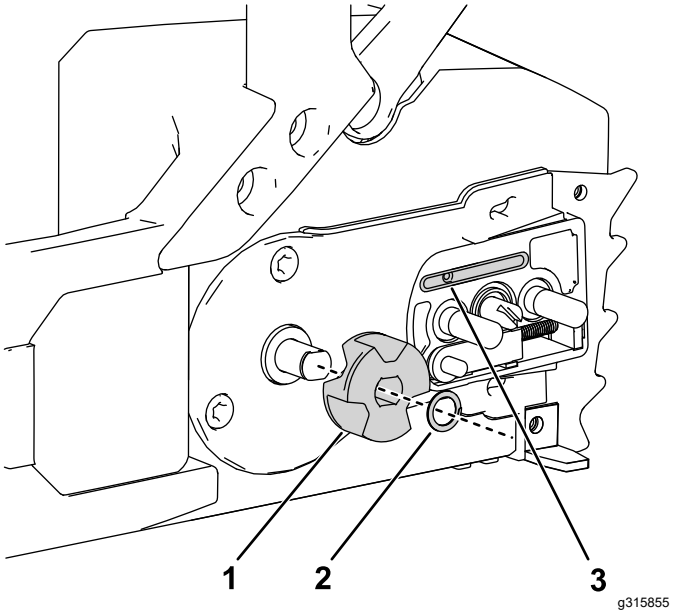

Figur 29
5. Ta bort klämman och drevet från motorsågen (Figur 29).
9. Kontrollera om det finns skräp i oljekanalen (Figur 29) och rengör området vid behov.